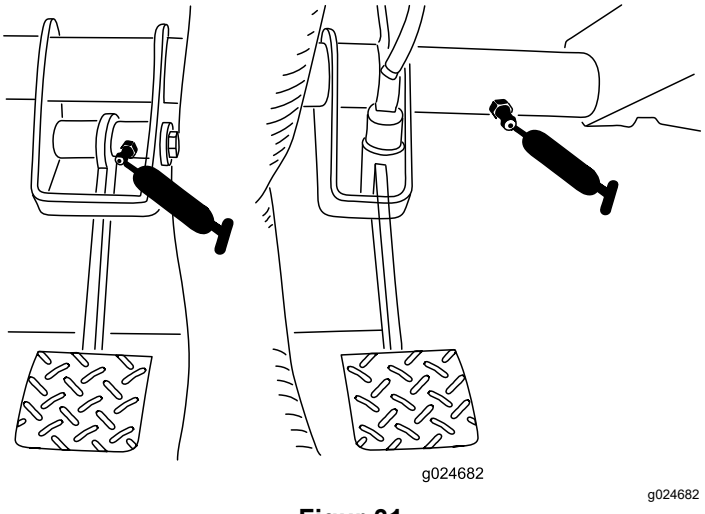

Figur 31
- **Clutch (1)**. Se Figur 31
- **Bremse (1)**. Se Figur 31